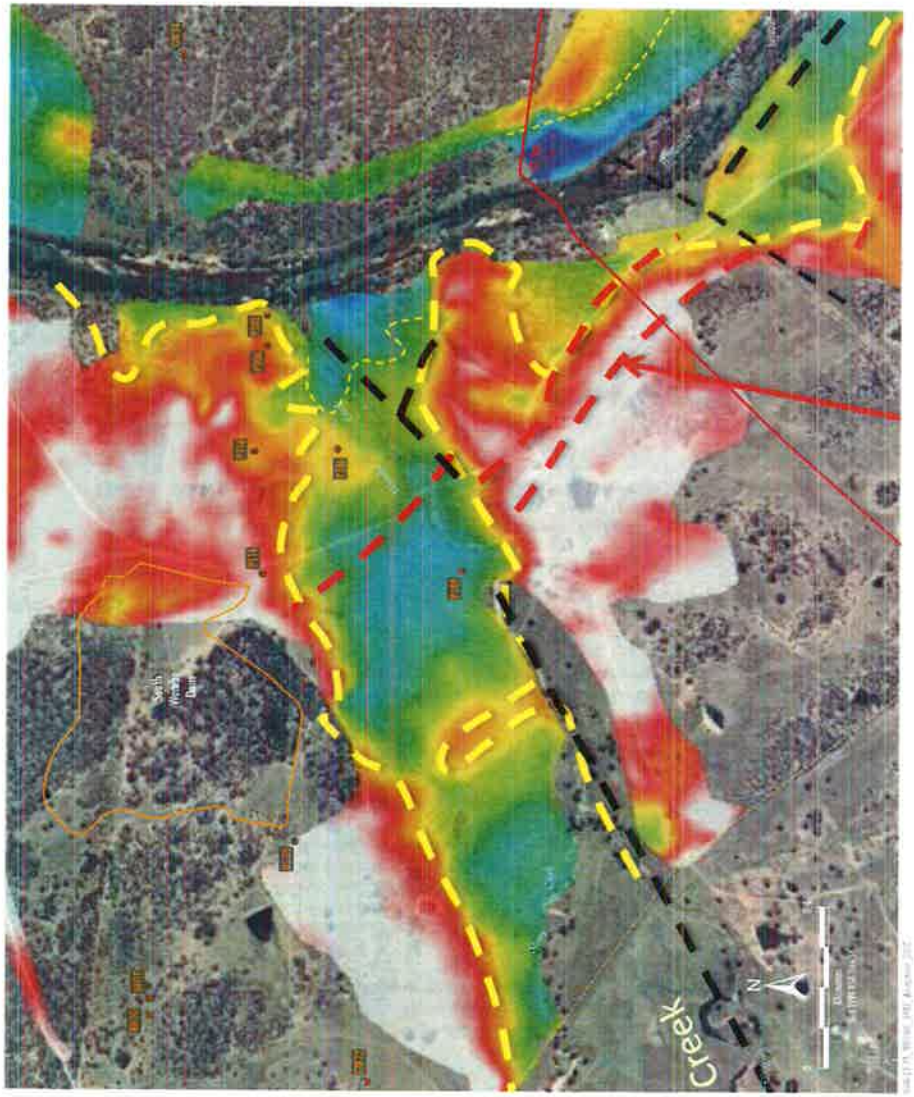

Figure 1
A transient electromagnetic [TEM] survey was conducted in the vicinity of Wollombi Brook, Wambo Creek and North Wambo Creek by Dr David Allen (Groundwater Imaging) in 2012. The TEM image shows clearly that P114 is located outside of the alluvial boundary inferred by Dr Allen, in an area of low resistivity (**Figure 1**). On this basis, it is considered that P114 is located in weathered Permian material. Responses at P114 cannot be regarded as indicative of broader responses in alluvium.
- P116, the closest bore to P114, shows fairly good correlation between modelled and observed heads and trends, with no drawdown observed to date that is attributable to mining. This bore, believed to be about 9 m deep, is also in weathered Permian regolith at a similar distance from the TEM alluvial boundary as P114 (**Figure 1**).
Although the alluvial extent has been refined by means of the TEM survey, as shown in **Figure 1**, the model still maintains a broader extent (based on regional geological mapping) so that licensing requirements for alluvial groundwater take are conservative.